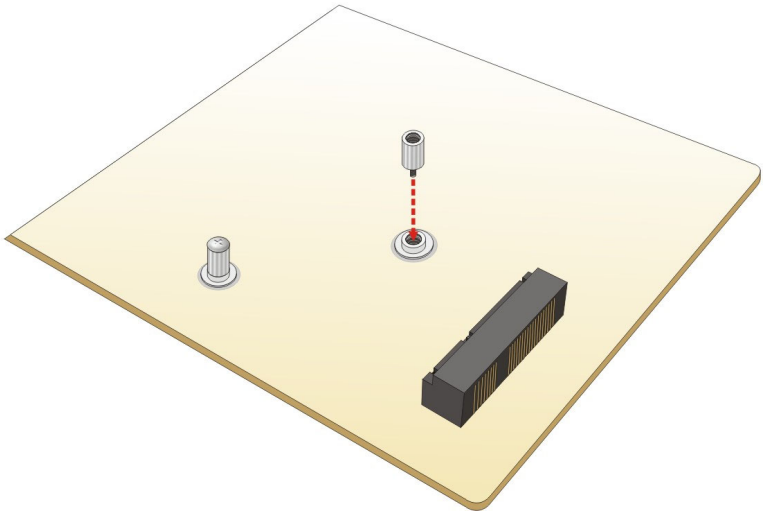

Figure 4-11: Installing the Standoff
Step 2: **Install the standoff to the screw hole for the half-size PCIe Mini card**. Install the supplied standoff to the screw hole for the half-size PCIe Mini card (**Figure 4-11**).